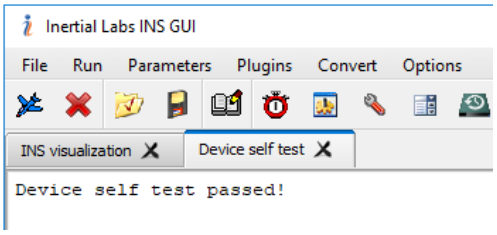
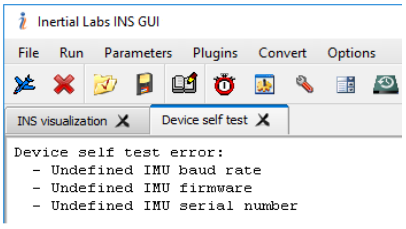

**Fig. 5.10.**
**Fig. 5.11.**
- **Device self test** – opens tab with the result of the INS self-test completed during INS initialization after power on (see Fig. 5.10 for example of a successful self-test and Fig. 5.11 for example of a nonsuccessful test).